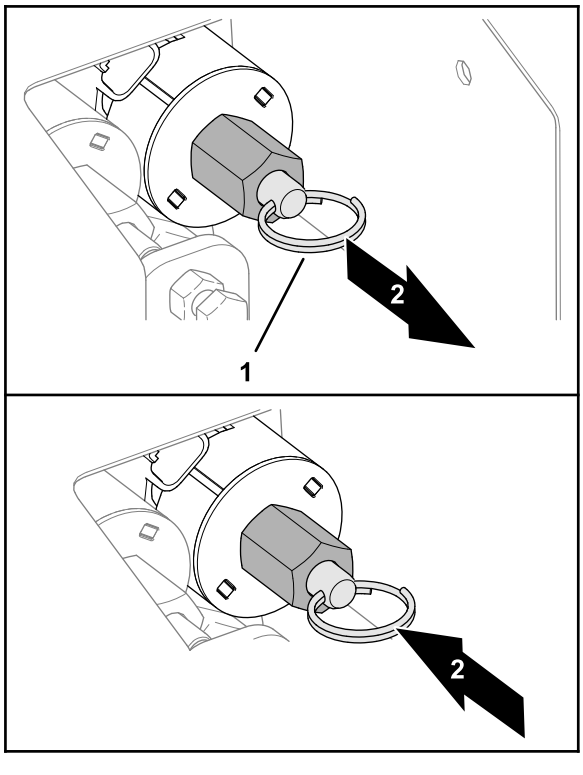

Figur 36
- Sänk tråget (Figur 36) genom att dra i ringen på ventilskaftet.
- Höj tråget (Figur 36) genom att trycka in ringen på ventilskaftet.